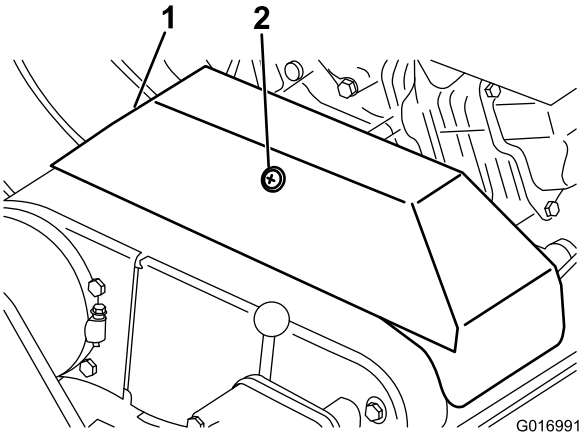

Figur 32
3. Løsn den holder, som fastgør kileremskærmen, og drej for at åbne skærmen (Figur 32).